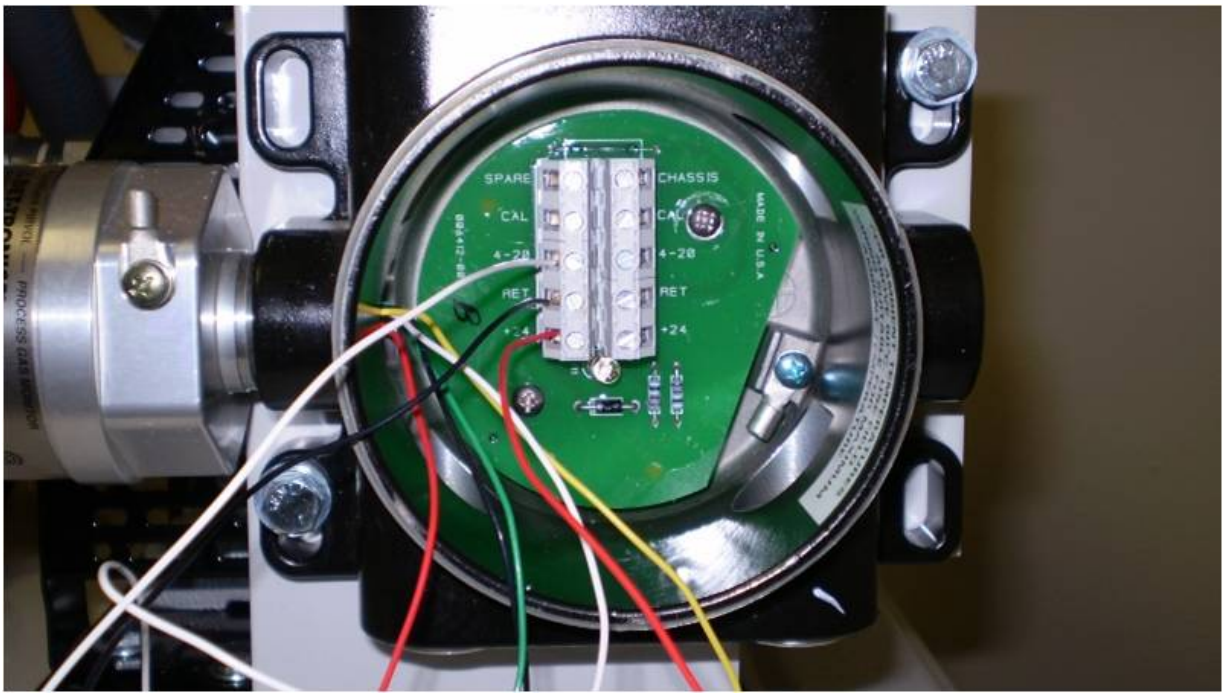

*Figure 50: HC IR Sensor Electrical Housing Circuit Board*
- See Figures 50 and 51: Page 15-88.
- See Figures 50 and 51: Pages 15-X and 15-Y.
6. Re-install the (2) ¼" 45° flare tubing on the top and bottom sides of the HC IR sensor module.